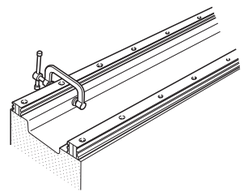

Fig. 31 Fixing of track rail
❸Final fixing of Linear Way Ⅰ track rail
- Firmly push the reference mounting surface of Linear Way Ⅰ track rail to the mating reference mounting surface of the bed using a small vise or clamp. Tighten the track rail mounting bolt at the position of the vise or clamp. Fix the track rail by progressively moving the vise or clamp from one rail end to the other. (See Fig. 31.)